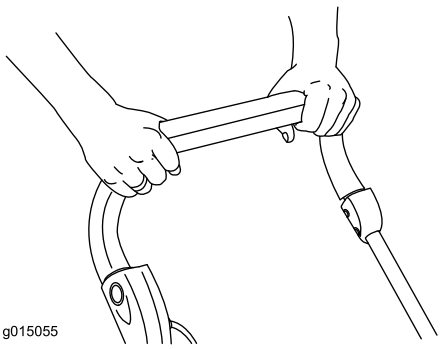

Figur 11
5. Hold styrestangen mot håndtaket og slipp knappen (Figur 11).